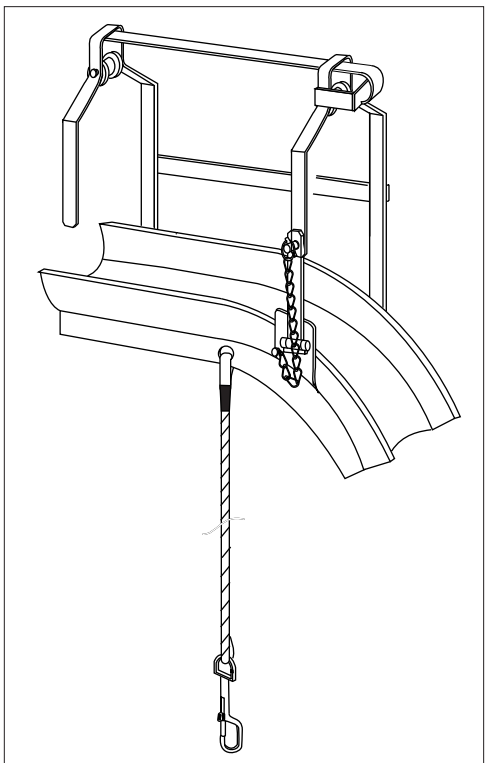

Figure 21 - Cable guide
6.6 Place the lasher, a four-foot long “shotgun” arm, and a cable guide (Figure 21) on the strand as described in step 4.27. Ready the lasher by pulling enough lash wire out of the lasher to terminate in the lashing wire clamp as described in step 4.29.